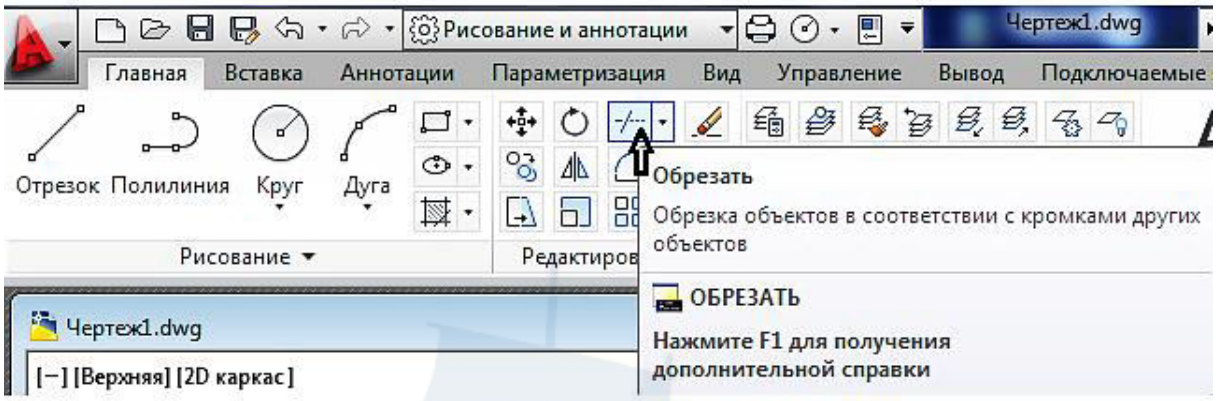

Рис. 95
– щелчком мыши по кнопке **Обрезать** на панели инструментов **Редактирование** на вкладке **Главная** ленты инструментов (рис. 95);